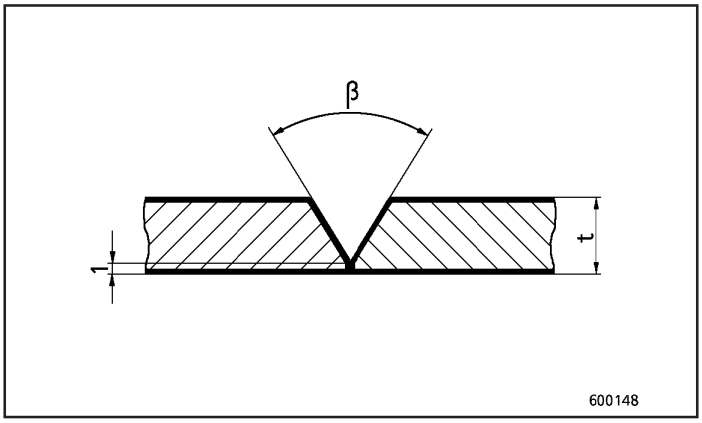

Fig.39
- Solda de topo em “V” (Fig. 39)